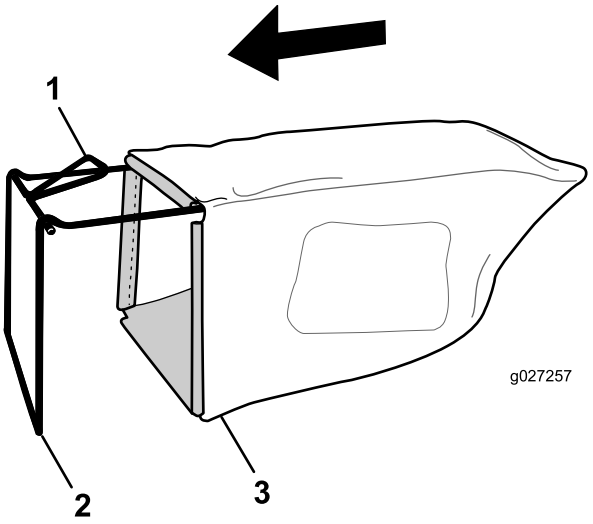

Figure 5
1. Slip the grass bag over the frame as shown in Figure 5.
Note: Do not slip the bag over the handle (Figure 5).
This machine operates only when the key is fully seated in the plug receptacle (Figure 5). To prevent accidental starting or unauthorized use of the machine, always remove the key from the plug receptacle whenever you leave the machine unattended. Store the key out of the reach of children.